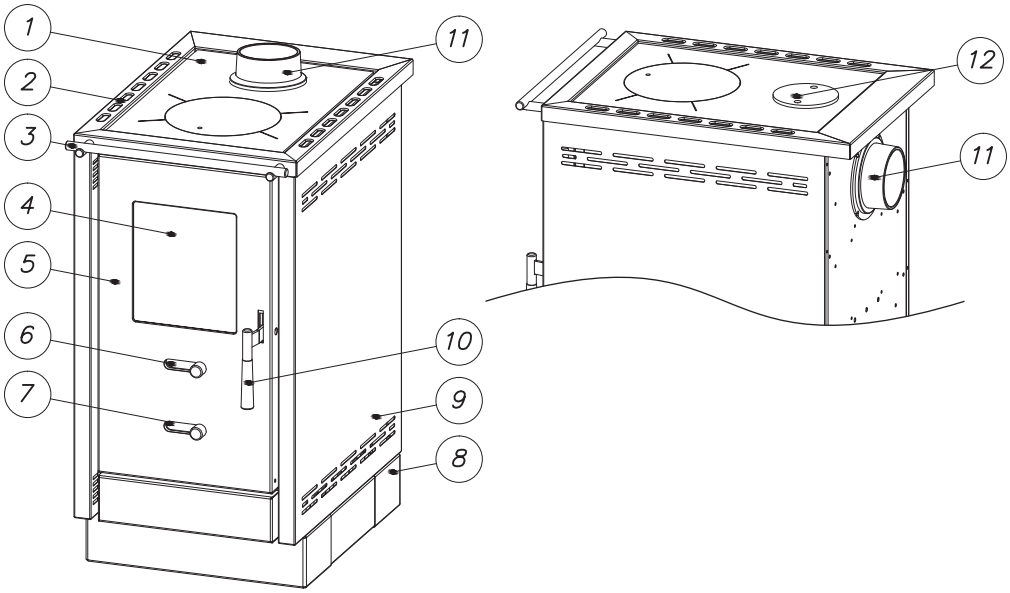

Figure 1
- La figure 1 représente l'aspect du poêle avec les pièces composantes indispensables à sa manipulation.
Pièces détachées du poêle (figure 1):
- placer le régulateur d'air primaire (figure 1, position 7) et la régulation d'air secondaire (figure1, position 6) en position ouverte comme indiqué sur les figures 4a et 5a.
- lors de l'ajout de combustible, n'ouvrir la porte de la chambre de combustion (figure 1, position 5) que de quelques degrés, attendre 4 à 5 secondes, puis l'ouvrir doucement. Ne pas ouvrir la porte brusquement, car lorsqu'il y a une forte flamme dans la chambre de combustion, elle peut se répandre vers la pièce.
En régulant le courant d'air dans le poêle, vous réglez la température, la puissance et la vitesse de combustion du combustible, et cela se fait à l'aide du régulateur d'air primaire (figure 1, position. 7).
En combinant l'air primaire à l'aide du régulateur d'air primaire et de l'air secondaire à l'aide du régulateur d'air secondaire (figure 1, position 9) une combustion souhaitée est obtenue. Le poêle dispose des accessoires de nettoyage auxiliaires facilitant l'entretien du poêle.